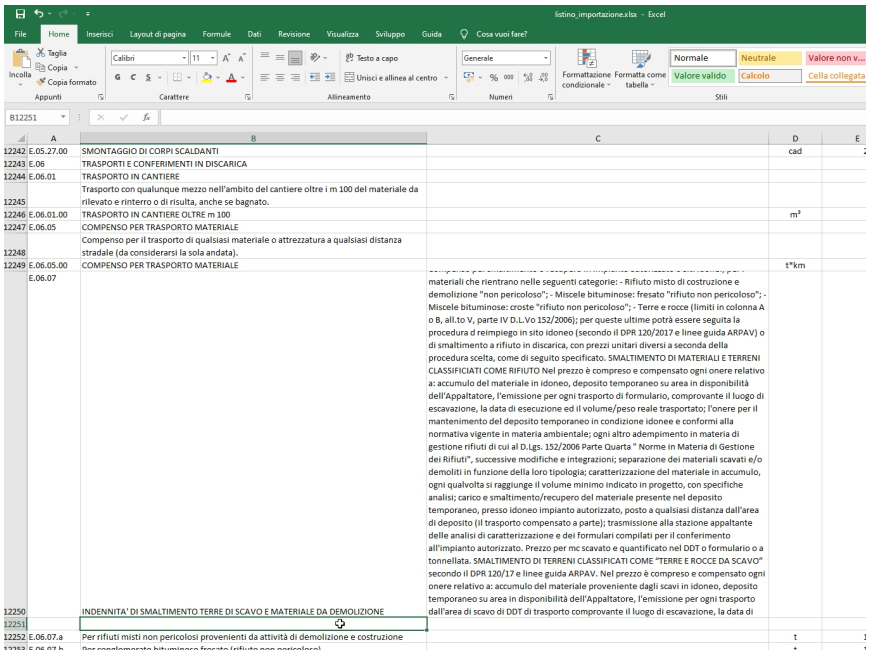

Figura 32: Spostamento nella cella vuota
- Spostarsi nella cella vuota sottostante. Figura 32;